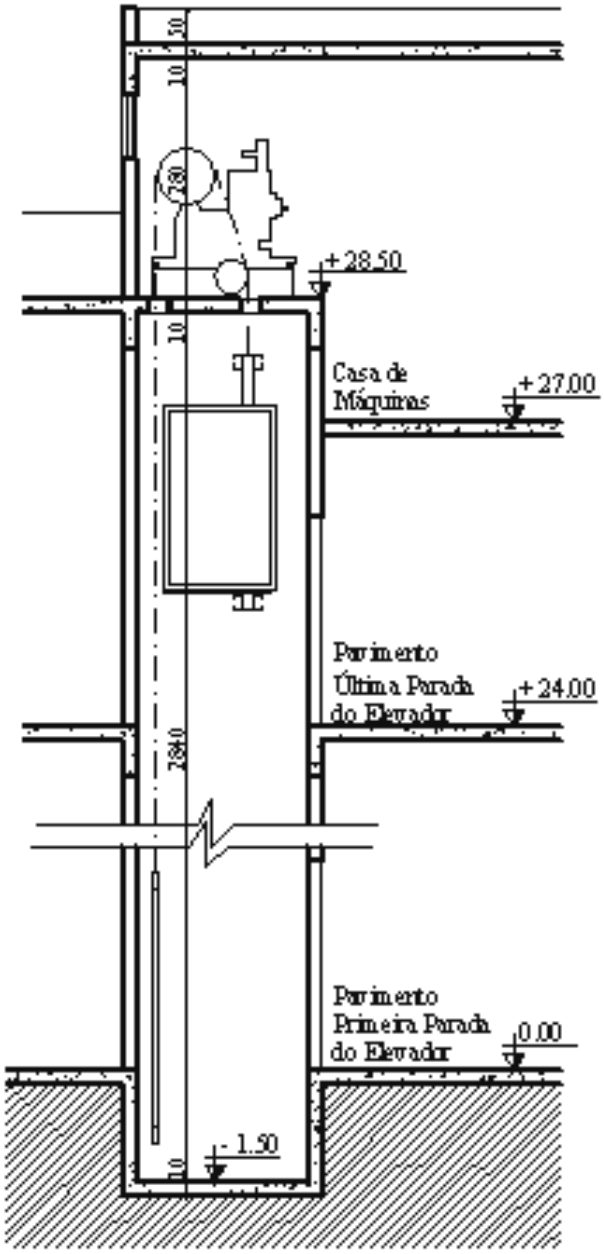

FIGURA 42
C.2.8.3) Elevadores e Casa de Máquinas: Ao menos um corte deve passar pelo fosso do elevador e, se houver, pela casa de máquinas (FIGURA 42).